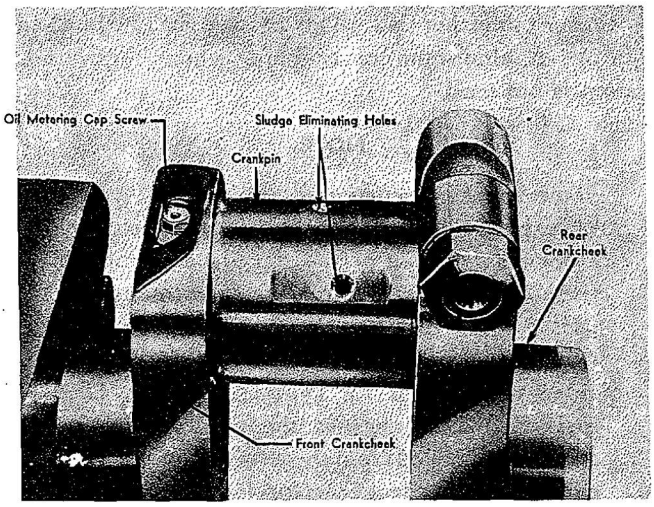

Figure 35—Crankshaft Sludge Eliminating Holes and Oil Metering Cap Screw
(1) The major quantity of oil arriving at the accessory drive and starter shaft bushing annulus passes through slots in the bushing and enters the hollow accessory drive and starter shaft through holes in its rear journal and holes in the hollow aluminum oil seal spacer. Some oil is forced into the inside diameter of the slotted accessory drive and starter shaft bushing, and is distributed over the front face of the bushing shoulder by shallow grooves. In passing through the accessory drive and starter shaft, some of the oil is forced through a hole drilled in the shaft near its front end and fills the annulus formed between the accessory drive and starter shaft and the impeller drive shaft. Oil flats are provided on the accessory drive and starter shaft outer diameter to distribute oil over the entire length of each impeller shaft supporting bushing. From the accessory drive and starter shaft the oil enters a recess in the rear counterweight crankcheek.
(2) A hole drilled through the rear crankcheek and into the crankpin conducts the oil into the center of the hollow crankpin. On recent engines two tubes extending into the hollow crankpin conduct some of the oil to flats milled on the crankpin. Refer to Figure 35. The flats distribute oil over the surface of the crankpin for the master rod bearing to ride on. The oil enters an annulus in the knuckle pin lock plate and is